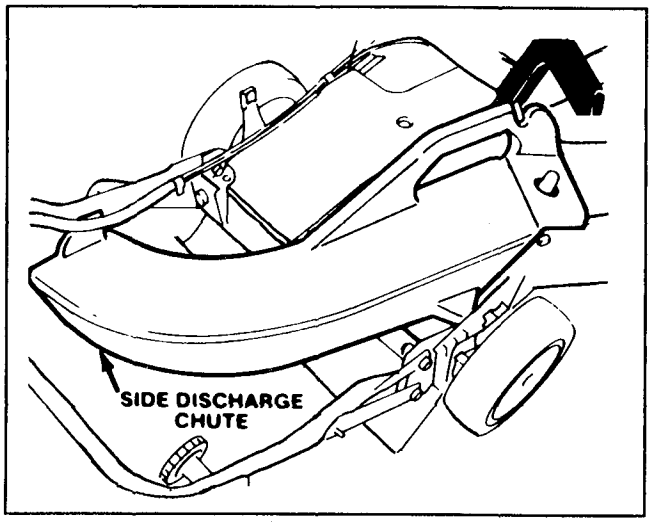

Figure 21
1. Side Discharge Kit, Model No. 59168—Installs in seconds. Rear mounted in place of the grass bag. Disperses clippings while allowing trimming on both sides (Fig. 21).